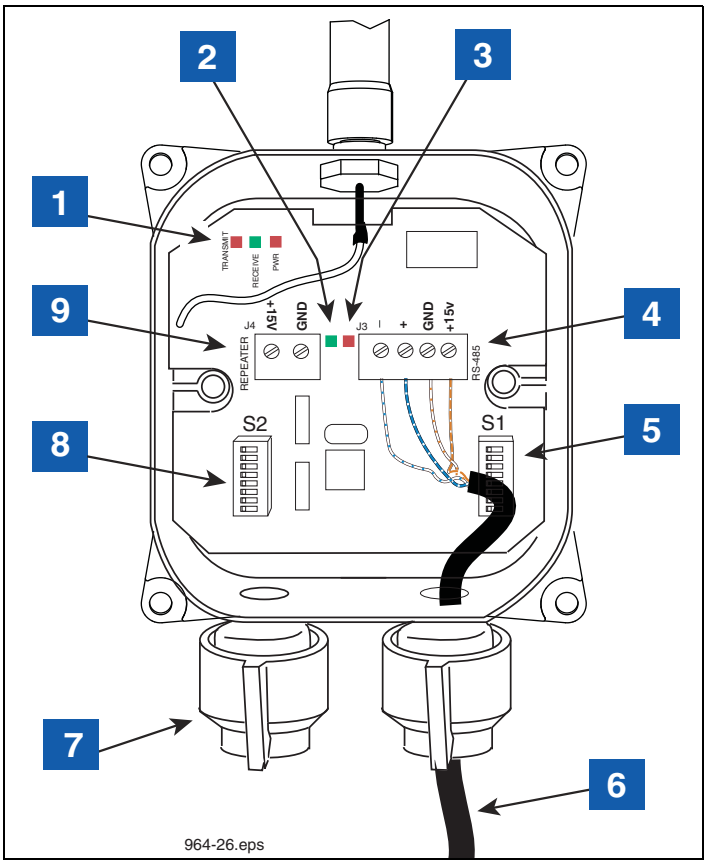
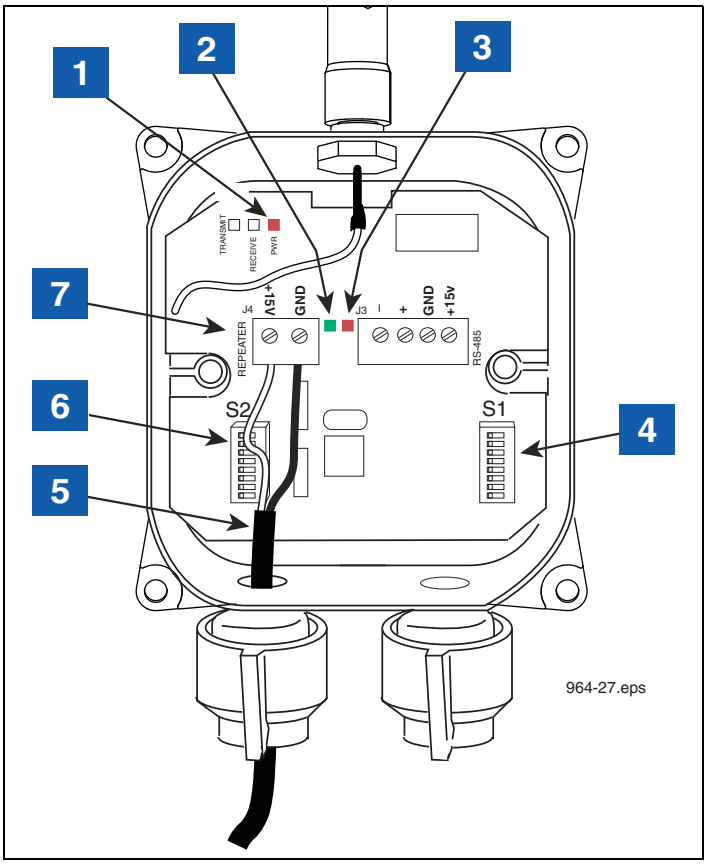

**Figure 20. Wiring The Receiver**
**Figure 21. Wiring The Repeater**
6. Note that there are two twisted pair color-coded wires in the cable (e.g., a white with blue stripe and blue with white stripe pair and a white with orange strip and orange with white stripe pair). One of the pairs is for RS-485 communication (- & + terminals) and the other pair is for Receiver power (+15 Vdc & Gnd). Using Figure 20 as a guide, attach the wires of the two twisted pairs to the RS-485 terminals.
8. If a Repeater is used and powered by the Receiver, push the two wire power cable (to Repeater) through the +15 Vdc cord grip of the Receiver (item 7 in Figure 20).
10. Attach the dc power cable (white to +15 Vdc and black to GND) to the Repeater terminal block (item 9 in Figure 20).
**LEGEND FOR NUMBERED BOXES IN Figure 20**
7. A solid bushing must be installed to seal the Receiver when this cord grip is unused. In sites where a Repeater is powered from the Receiver, the Repeater's power cable enters through this cord grip and attaches to the Repeater terminal block (item 9).
9. +15 Vdc power source for the Repeater. If used, connect two wires from item 9 connector in Receiver to item 7 connector in Repeater, see Figure 21.
1. Use of a single repeater is optional but may improve system performance when installed correctly. The Repeater should be located closer to the device transmitters to rebroadcast messages to the Receiver. Use the 15 Vdc power source provided in the Receiver to power the Repeater, or use a customer supplied non-interruptible, Class 2, 15 Vdc power source. The most common method of powering the Repeater power is to use the Repeater power terminal block J4 in the Receiver (see item 9 in Figure 20).
4. Note the cover of the Repeater indicates the cord grip to be used for the cable connecting the Repeater to its dc power source (item 5 in Figure 21). Remove the cover of the Repeater and set it aside.
6. Connect the 2-wire dc power cable to the Repeater terminal block, white to +15 Vdc and black to GND (see item 7 in Figure 21).
9. The other end of the Repeater's dc power cable connects to the Receiver's +15 Vdc output terminal (ref. item 9 in Figure 20), or to a non-interruptible, Class 2, 15 Vdc power source.
| LEGEND FOR NUMBERED BOXES IN Figure 21 | |
| 5. DC Power input cable (from Receiver [item 9 connector - see Figure 20], or dc power source) | |